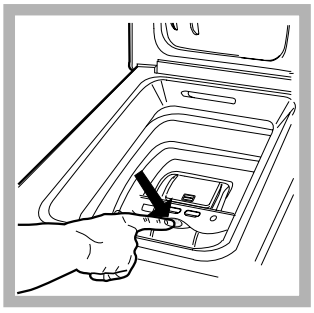

Fig. 2
Con un dito premere il pulsante indicato nella *fig. 2* ed il cestello si aprirà delicatamente.
E) Arresto finale del cestello (Fig. 2):